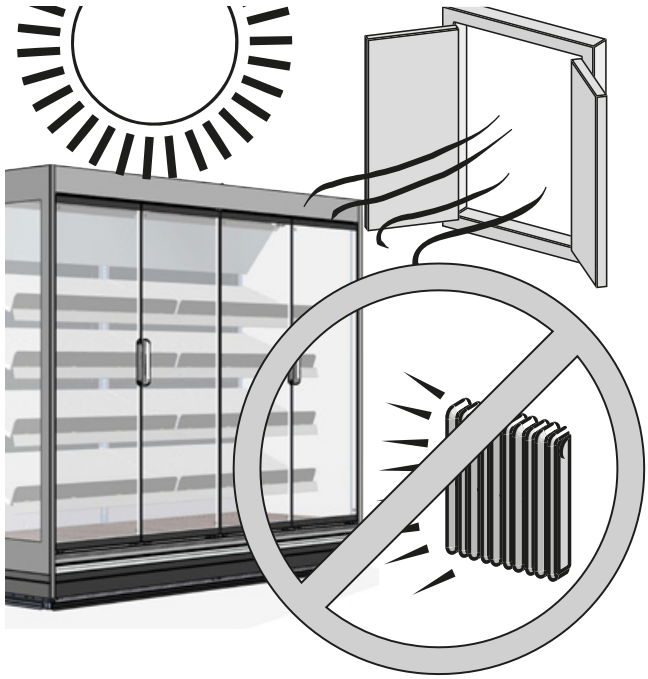

Fig. 8
- Longe de fontes de calor, da radiação direta do sol, de portas, janelas, ventiladores e bocas de ventilação ("Fig. 8").